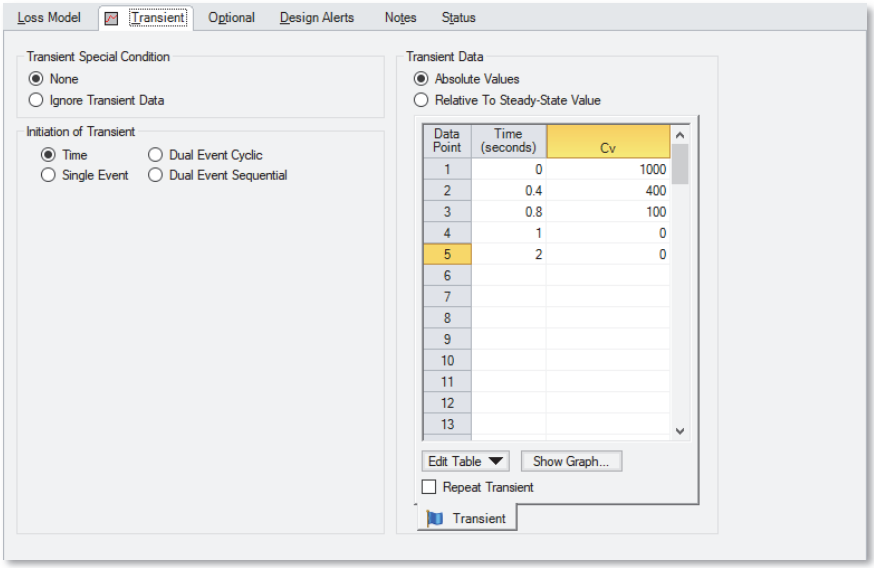

Figure 2.12 Transient input data for Valve Junction J4
3. Click the Transient tab and select Time under "Initiation of Transient" to indicate that the valve closure will be initiated at the time you specify, then enter the following Time vs. Cv data for the valve's Cv at various times during the simulation (Figure 2.12).